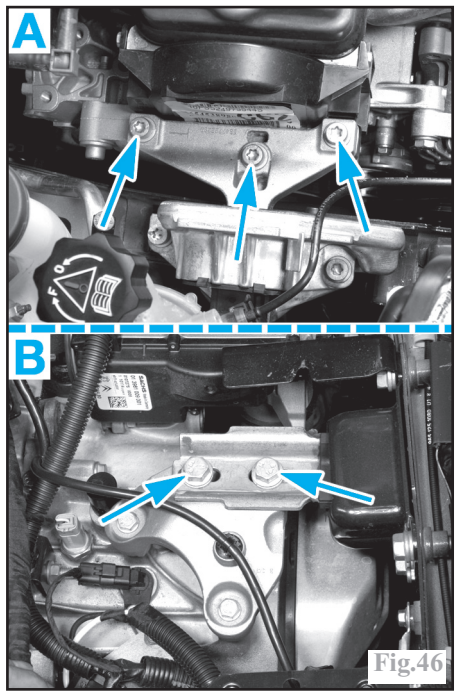

Fig.46
-les fixations du support moteur (**A**) (Fig.46).